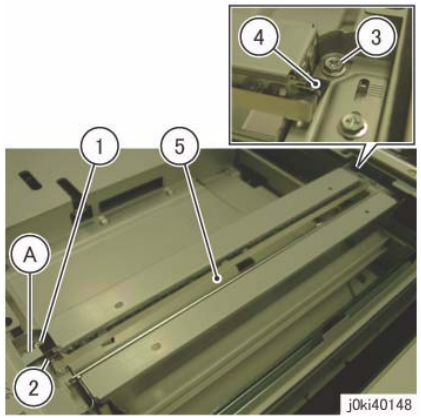

Figure 1 Remove the Light Guide
6. Remove the Light Guide. (Figure 1)